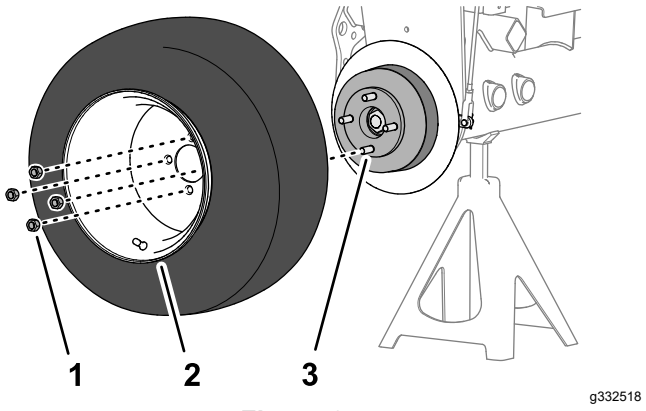

Figur 72
1. Monter hjulet til navet med de fire hakemutterne (Figur 72), og stram til hakemutterne for hånd.